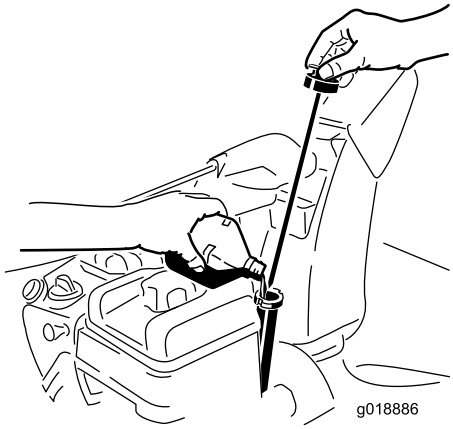

Рисунок 13
1. Выньте щуп для измерения уровня и **медленно** залейте масло в заправочную горловину так, чтобы уровень масла соответствовал метке Full (Полный) на щупе. **Не допускайте переполнения** (Рисунок 13). Смотрите Раздел «Проверка уровня масла в двигателе» в руководстве по техническому обслуживанию.